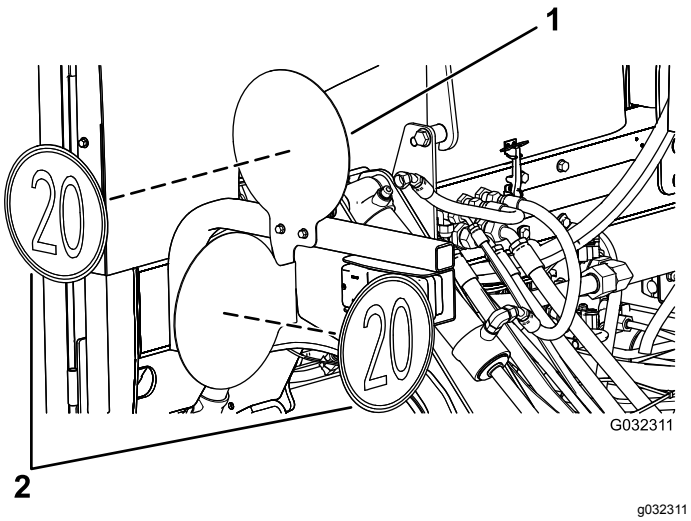

Figure 36
3. Apply the decals to the outward-facing surface of the plates (Figure 36).